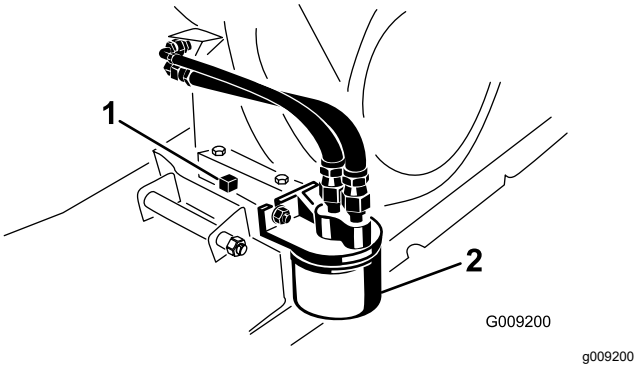

**Figura 33**
2. Retire el filtro de aceite (Figura 33).
4. Enrosque el filtro nuevo sobre el adaptador del filtro hasta que la junta toque la placa de montaje, luego apriete el filtro ½–¾ de vuelta más (Figura 33).
6. Coloque un recipiente con capacidad de 1,8 litros debajo del tapón de vaciado (Figura 33).
7. Retire el tapón de vaciado y la junta (Figura 33).